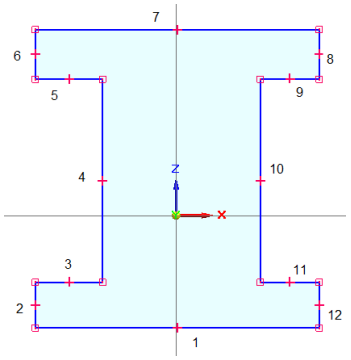

***Figure 3-35*** *Outer loop of the profile*
4. Draw the sketch of the outer loop, as shown in Figure 3-35. It is evident from this figure that the sketch is drawn around the origin and it is not symmetric at this stage. It will become symmetric after adding all relationships and dimensions to it. You can use the alignment indicators to draw the sketch. For your reference, the lines in the sketch are indicated by numbers.